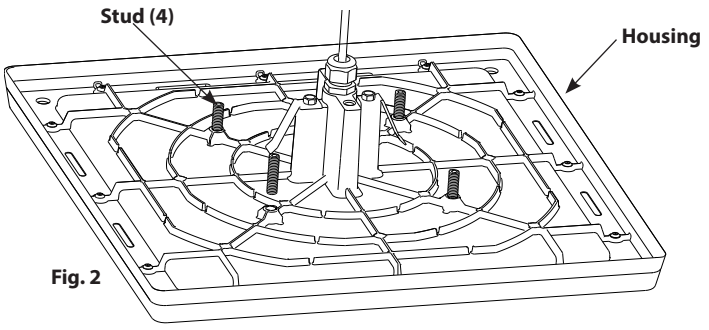

Fig. 2
2. Insert **Studs** into the **Housing (Fig. 2)**. Push **Housing** up through **RETROPLATE 4" Hole** from below.